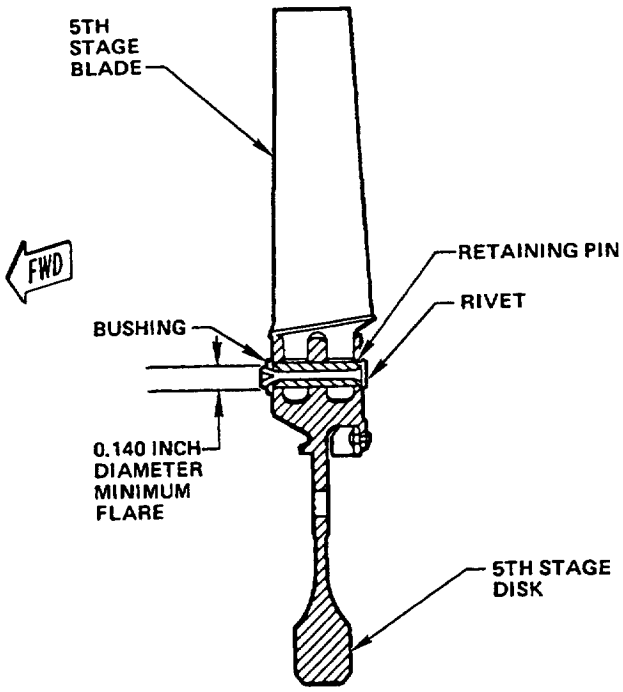

Figure 4. Pins, Retaining, Fifth Stage Blades – Flaring of Rivets
(1) Put a small amount of 130A (or equivalent) Lubriplate on forming jaw of PWA 34165 pliers.
(2) While holding prebent end of lock firmly against blade root, gradually squeeze pliers so that forming jaw engages initial bend accomplished in step c.
(3) Continue squeezing pliers to fully bend the lock.
(4) Inspect the lock for cracks and signs of work hardening. Replace lock if necessary.
(5) Apply finish bend to all blade locks. (QA)
10. PINS, RETAINING, FIFTH STAGE BLADES – FLARING OF RIVETS. (Figure 4)
(1) With flaring tooling engaged with rivet, flare rivet to 0.140 inch minimum diameter (Figure 4).
(2) Inspect rivet for cracks and full flare.
(3) Flare all remaining rivets. (QA)